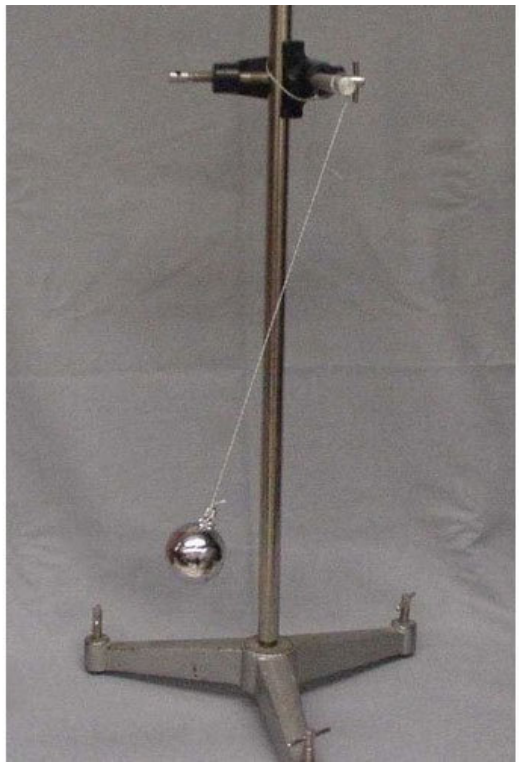

Figure 1: *Pendulum made of a string and a bob attached to a fixed point.*
2. Fabricate a pendulum using a string and a bob (a weight attached to the string), see figure 1.